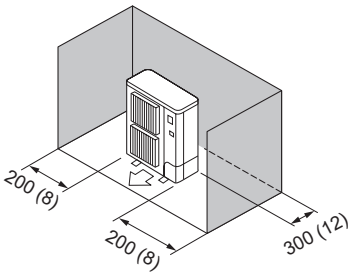

Fig. 2-8
(3) Obstacles uniquement à l'arrière et sur les côtés (Fig. 2-8)